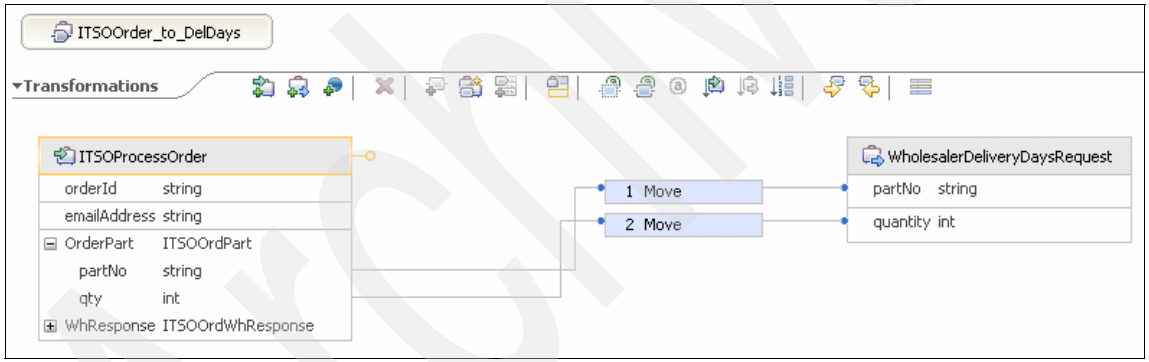

Figure 10-82 Data map ITSOOrder_to_DelDays
c. Build the business object map ITSOOrder_to_DelDays in the ITSOElectronics module, as shown in Figure 10-82.